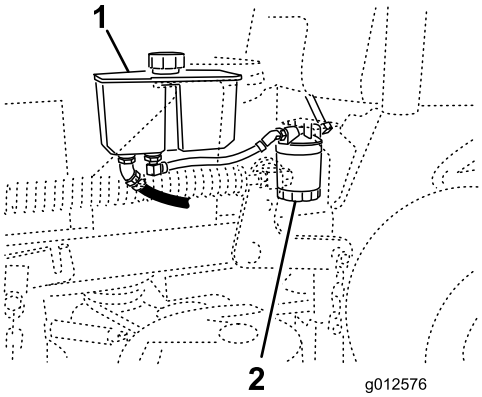

**Figuur 76**
3. Plaats een opvangbak onder het filter (Figuur 76).